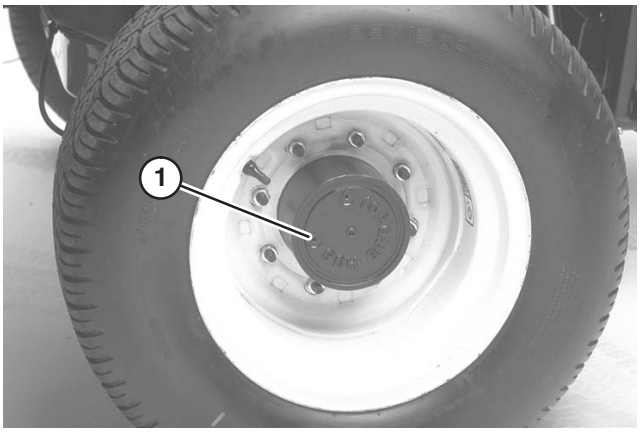
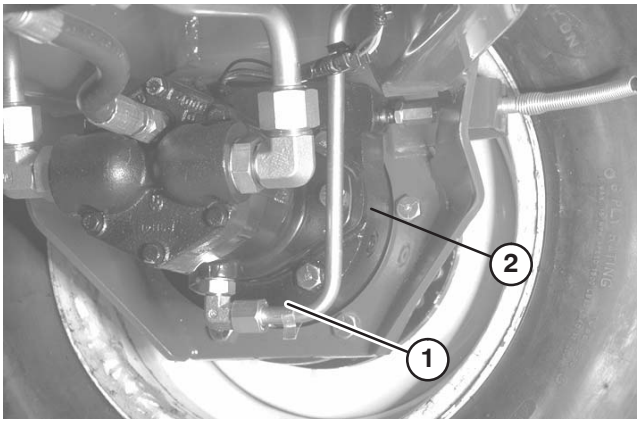

Bild 19
Bild 20
1. Stellen Sie, wenn sich die Maschine auf einer ebenen Fläche befindet, das Rad so, dass sich die Prüf-/Ablassschraube (Bild 19) entweder in der 2-Uhr- oder der 10-Uhr-Stellung befindet.
2. Entfernen Sie die Schraube (Bild 19) vom Planetengetriebe und kontrollieren Sie die Prüfschraube an der Rückseite der Bremse (Bild 20). Der Ölstand muss die Unterseite des Prüfschraubenlochs an der Vorder- und Rückseite der Bremse erreichen.